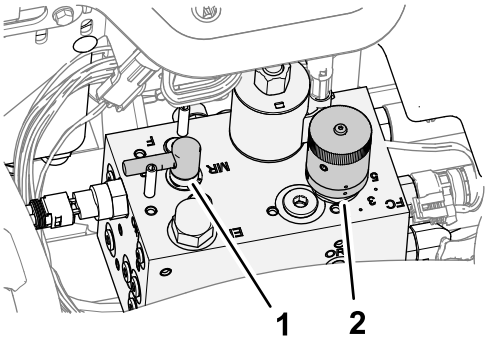

Figur 94
4. Flytta slipningsspaken till läge R (slipning) (Figur 94).